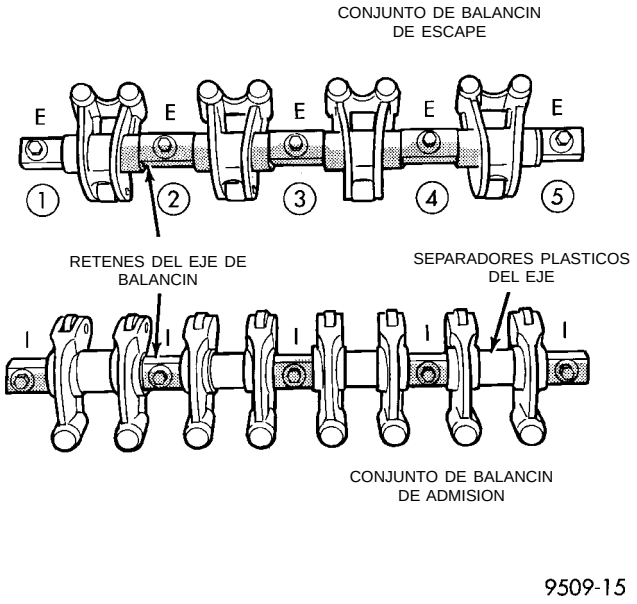
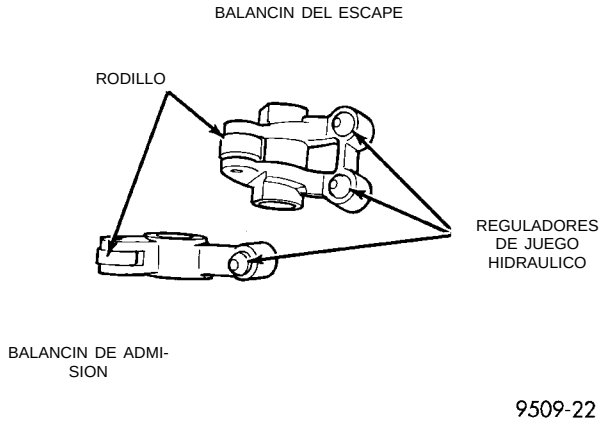
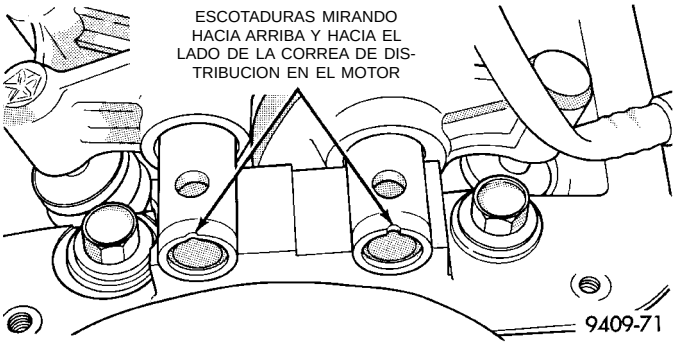

Fig. 25 Conjuntos de eje de balancín
Fig. 26 Conjuntos de balancín
Fig. 27 Escotaduras del eje de balancín
(1) Retire la tapa de válvulas siguiendo el procedimiento descrito en esta sección.
(2) Identifique los conjuntos de eje de balancín antes de retirarlos.
(3) Afloje los dispositivos de fijación. Retire de la culata de cilindros, los conjuntos de eje de balancín.
(4) Identifique los separadores y retenes de los balancines para cuando vuelva a ensamblarlos. Desensamble los conjuntos de balancín, retirando los pernos de fijación del eje (Fig. 25).
NOTA: Inspeccione si el balancín está rayado, desgastado en el rodillo o averiado (Fig. 26). Reemplace según sea necesario. Verifique si existe desgaste o averías en la localización donde los balancines se instalan en los ejes. Reemplace si están averiados o gastados. El eje de balancín es hueco y sirve como conducto de aceite para lubricación. Verifique con un alambre si los orificios de lubricación están obstruidos y limpie según sea necesario. Lubrique los balancines y separadores. Instale sobre los ejes en la posición original (Fig. 25).
(1) Instale el conjunto de balancín/regulador de juego hidráulico, asegurándose de que los reguladores se encuentren por lo menos parcialmente llenos de aceite. Esto se hace evidente porque hay poco o ningún recorrido del émbolo, cuando se oprime el regulador de juego. Si existe excesivo recorrido del émbolo, coloque el conjunto de balancín en aceite de motor limpio y bombee el émbolo hasta que el recorrido del regulador de juego se reduzca. Si el recorrido no se reduce, reemplace el conjunto. El regulador de juego hidráulico y el balancín se reparan como conjunto.
(2) Instale los conjuntos de balancín y eje con la ESCOTADURA de los ejes de balancín apuntando hacia arriba y hacia el lado de la correa de distribución en el motor (Fig. 27). Instale los retenes en sus posiciones originales en los ejes de escape y admisión (Fig. 25).